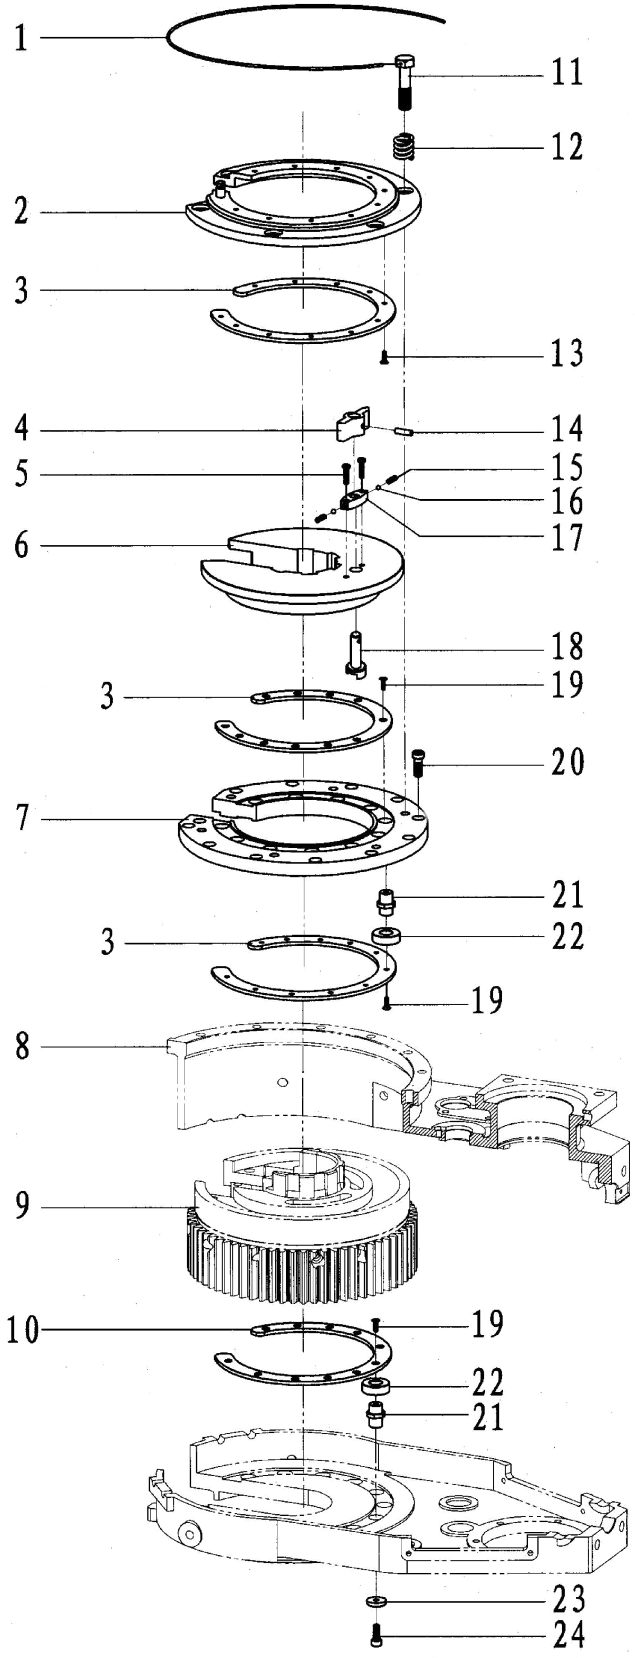

Fig. 5
9.2.3Baking, resetting and centralizing mechanism and parts list（Fig 5，Table 5）
9.2.3 Braking, Resetting and Centralizing Mechanism and parts list（Fig.5,Table 5）